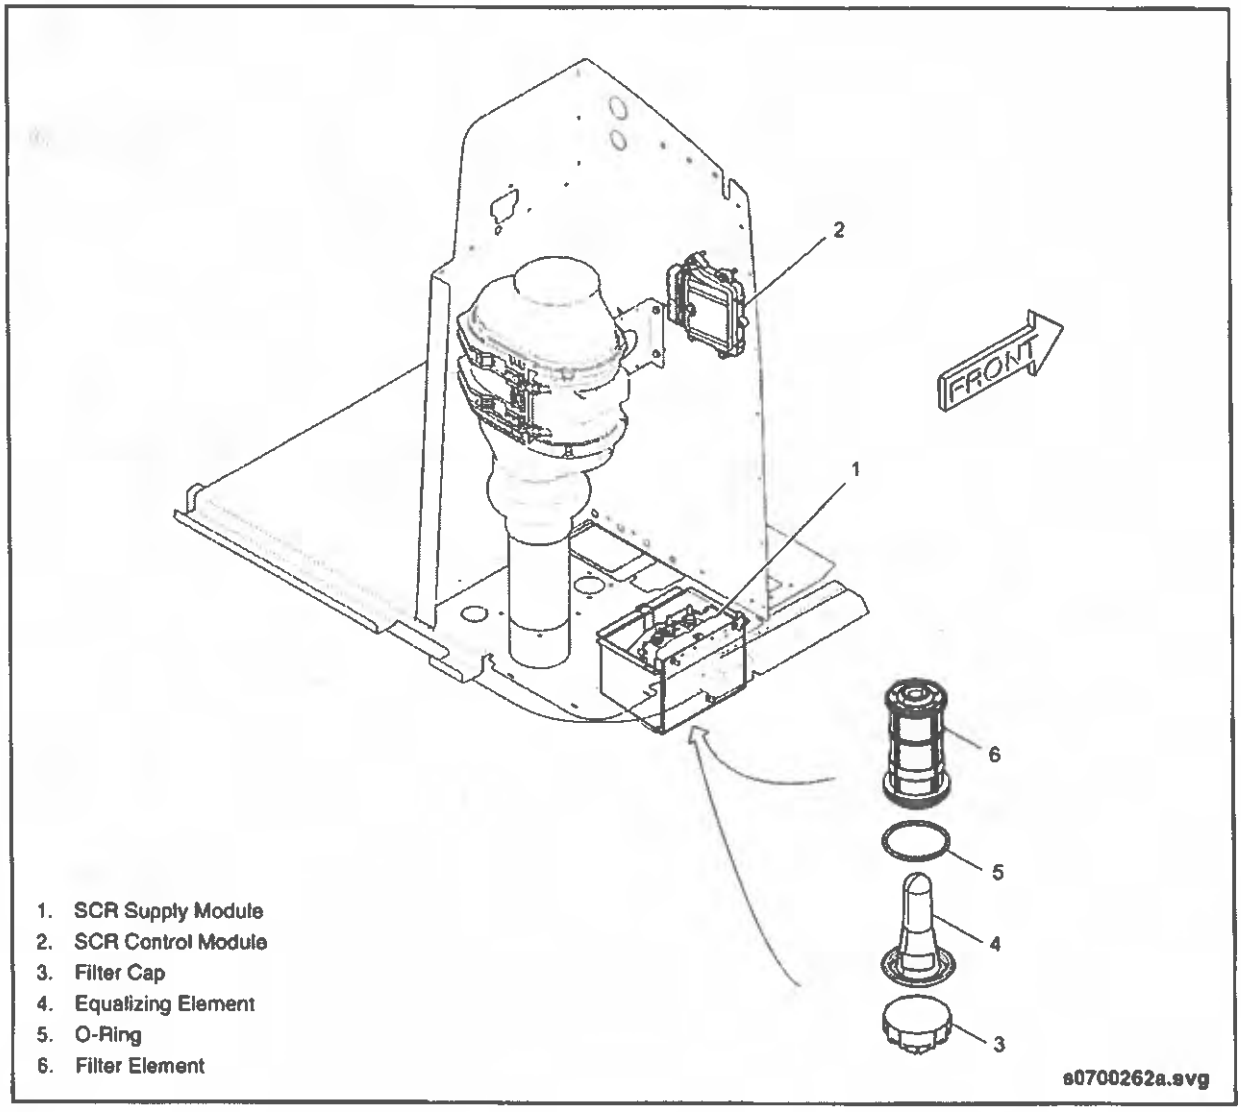

Fig. PM-33: Diesel Exhaust Fluid (DEF) Filter
3. Locate the filter housing on the bottom of the SCR Supply Module, Inspect the area around the seal and vent of the filter cap for signs of leakage. See "Fig. PM-33: Diesel Exhaust Fluid (DEF) Filter" on page 69.